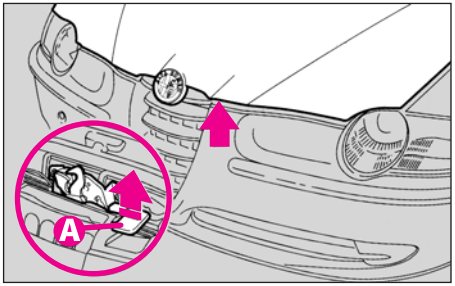

fig.159
- împingeți levierul de siguranță (**A-fig. 159**) în sus.